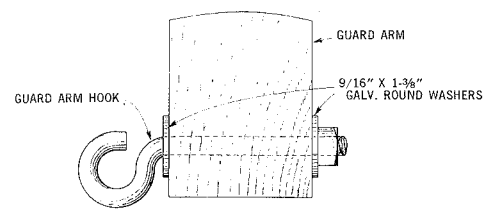

Fig. 4 — Guard Arm Hook Installed
6.01 The guard arm hook is used in connection with attaching drop wires to guard arms and to crossarms other than the DE type. At a guard arm, install hook in one of the holes provided at the ends of the arm, following the order covered in Para. 8.01. At a crossarm, it is necessary to bore a 9/16- or ⅝-inch hole for each hook. Locate the hole as covered in Section 462-240-200CA. (See Fig. 4.)